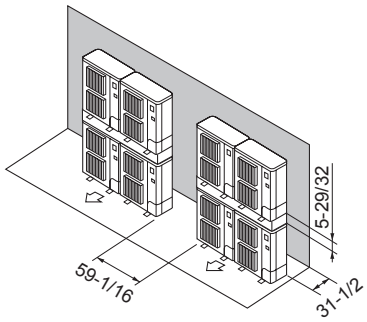

Fig. 2-17
⑦ Disposition pour appareils empilés (Fig. 2-17)